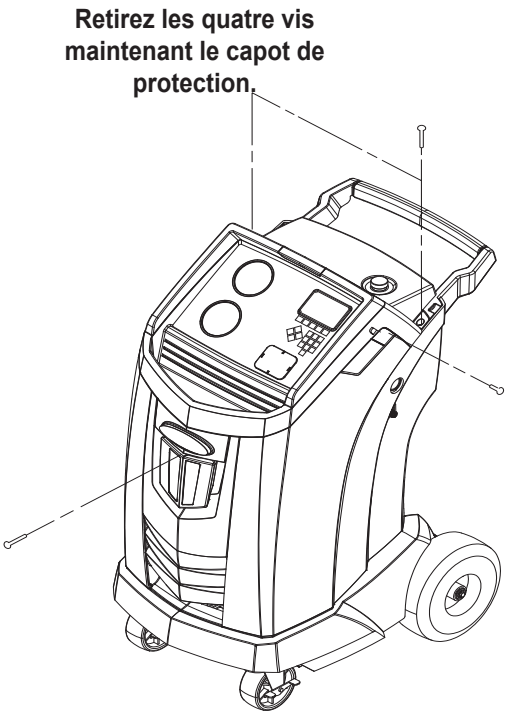

Figure 8
Éteignez la machine. Enlevez la bouteille d'huile. Retirez les quatre vis maintenant le capot de protection. Reportez-vous à la Figure 8.
3. Enlevez les vis de fixation du déflecteur. Reportez-vous à la Figure 8.